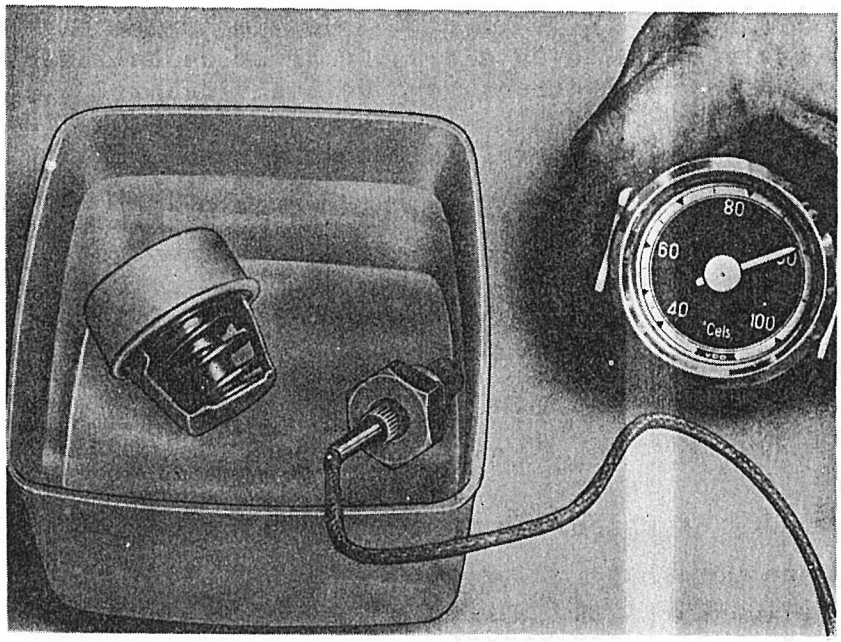

Afb. 2.8.4. Testen van de thermostaat
b. Testen (afb. 2.8.4.)
(1) Plaats de thermostaat in een bakje met water.
(2) Verwarm het water.
(3) Lees de temperatuur waarbij de thermostaat opent, af op een thermometer.